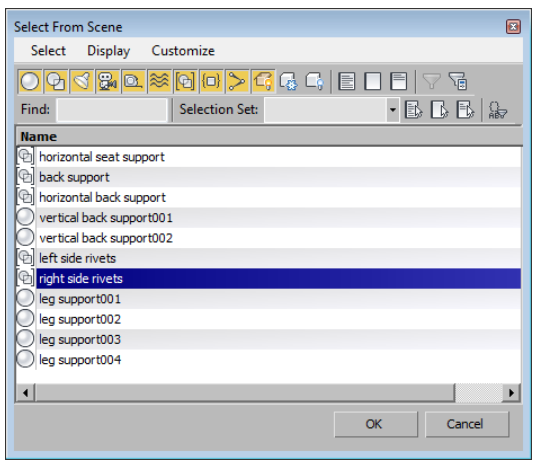

Figure 3-59 *The right side rivets selected in the* ***Select From Scene*** *dialog box*
3. Invoke the **Select By Name** tool; the **Select From Scene** dialog box is displayed, as shown in Figure 3-59.